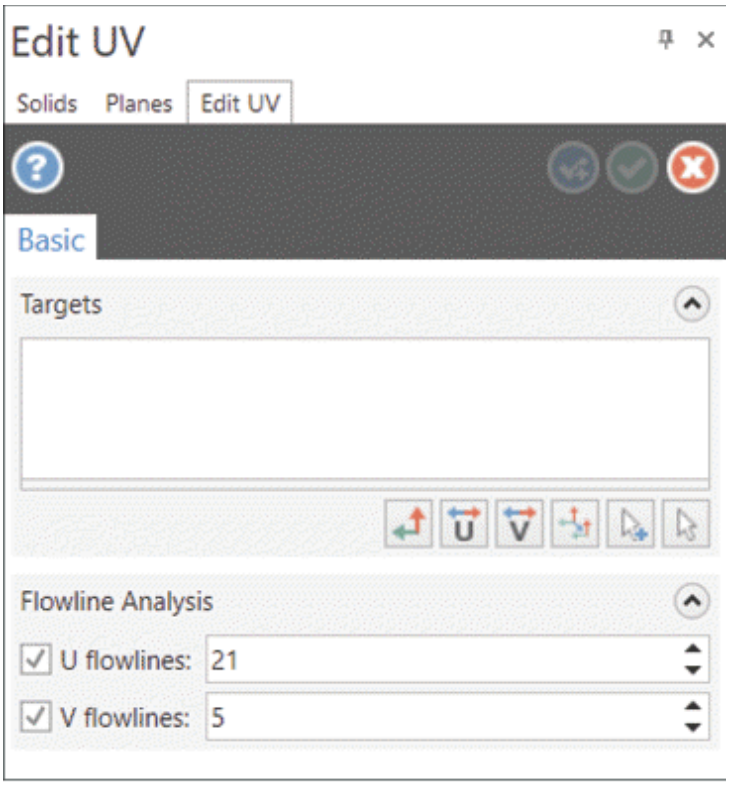

Figure-76. Edit UV Manager
- Click on the **Edit UV** tool from the **Flowline** group in the **Surfaces** tab of the **Ribbon**. The **Edit UV Manager** will be displayed; refer to Figure-76 and you will be asked to select the surface.